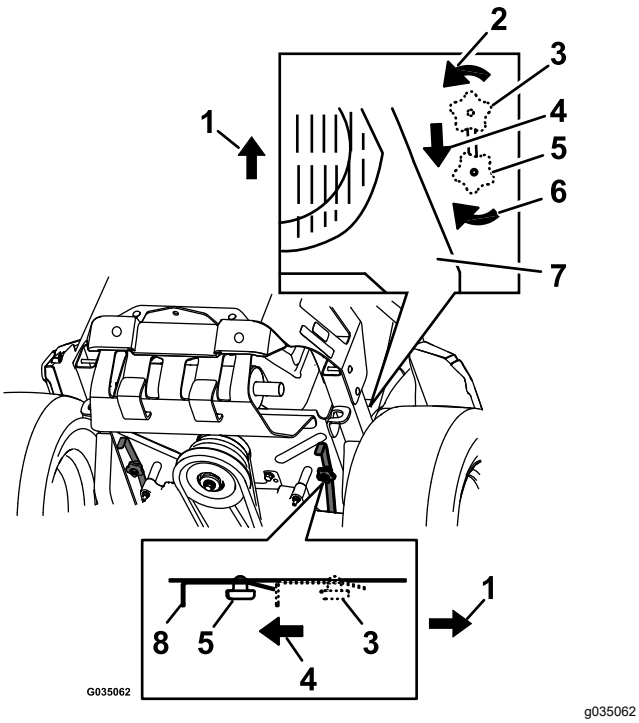

Bild 33
4. Zum Schieben der Maschine bewegen Sie die beiden Bypasshebel nach hinten und arretieren sie (Bild 33).
6. Zum Fahren mit der Maschine bewegen Sie die beiden Bypasshandräder in die VORWÄRTS-Stellung und arretieren sie (Bild 33).